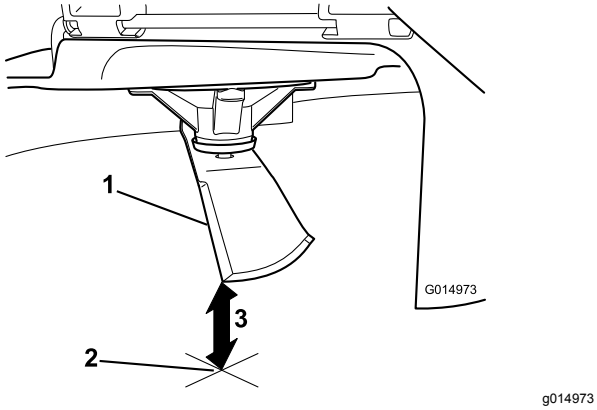

Figur 66
5. Mål fra knivtuppen til den flate overflaten (Figur 66).